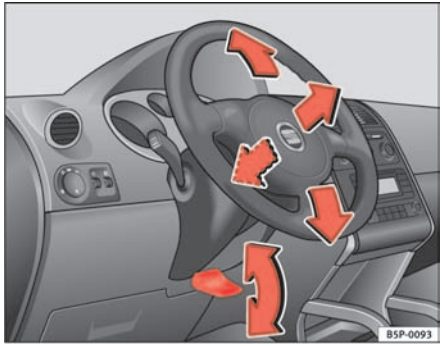

Fig. 128 Adjusting the steering wheel position
– Push the lever under the steering column ⇒ fig. 128 down ⇒ ⚠.